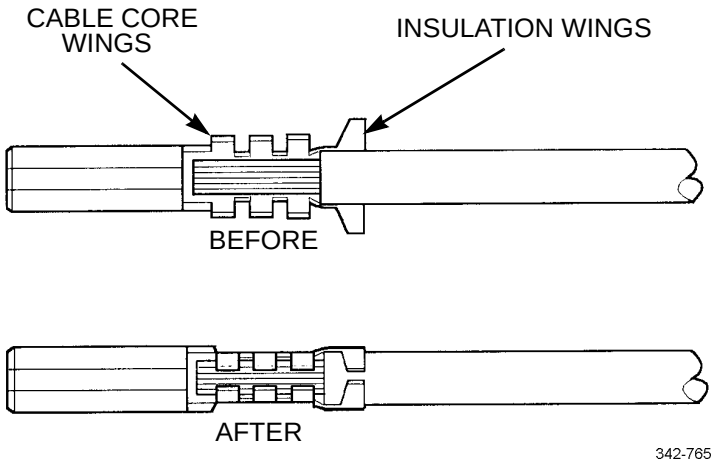
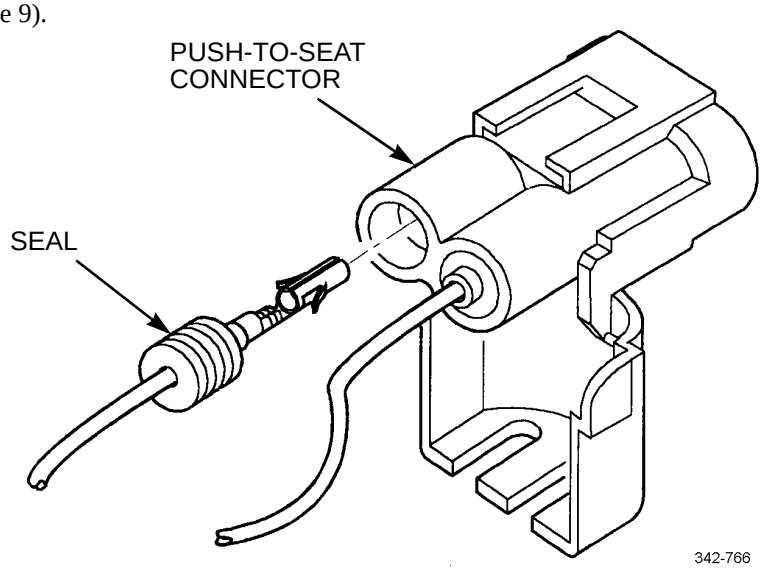

Figure 8. Cable and Terminal Position Before and After Crimping.
Figure 9. Inserting Terminal in Connector.
(2) Insert cable into terminal until stripped position is positioned in cable core wings, and seal and insulated portion of cable are in insulation wings (Figure 8).
(3) Compress handles of crimping tool until ratchet automatically releases and crimp is complete. A properly crimped terminal is shown (Figure 8).
(4) Release crimping tool with lock lever located between handles, in case of jamming.
(5) Push crimped terminal into connector until it clicks into place. Gently tug on cable to make sure it is secure (Figure 9).